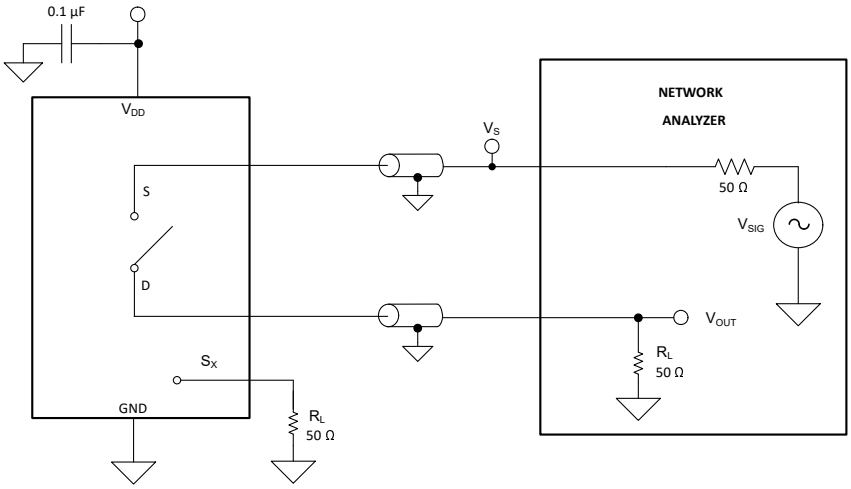

Figure 7-9. Off Isolation Measurement Setup
Off isolation is defined as the ratio of the signal at the drain pin (D) of the device when a signal is applied to the source pin (Sx) of an off-channel. Figure 7-9 shows the setup used to measure, and the equation to compute off isolation.